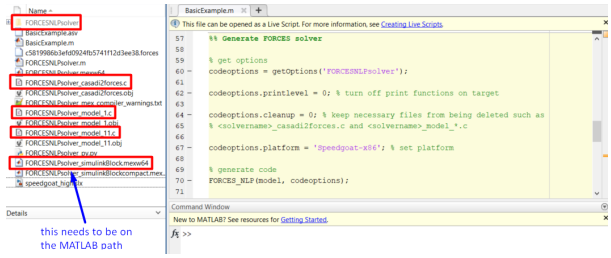

Figure 10.63: Add the folder containing the `.mexw64` solver file to the Matlab path.
4. (Figure 10.63) Make sure the `FORCESNLPsolver_simulinkBlock.mexw64` file (created during code generation) is on the Matlab path.